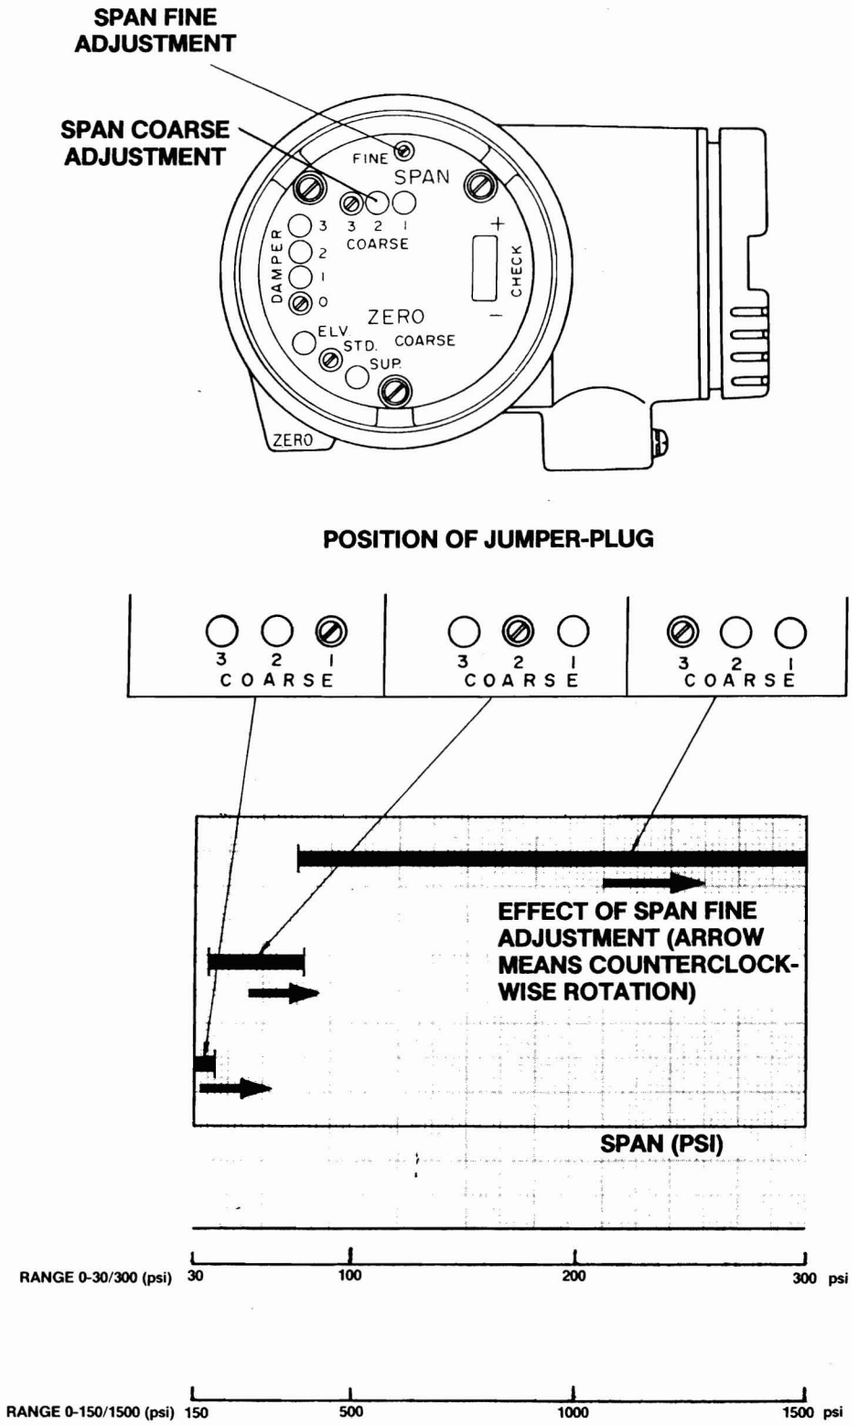

Figure 4-4. Adjustable Span
2. Place the **Coarse Span** jumper-plug in the proper location to obtain the coarse span desired (see Figure 4-4).